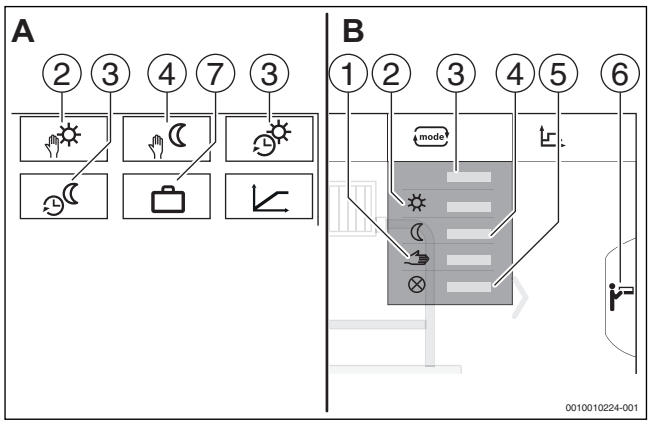
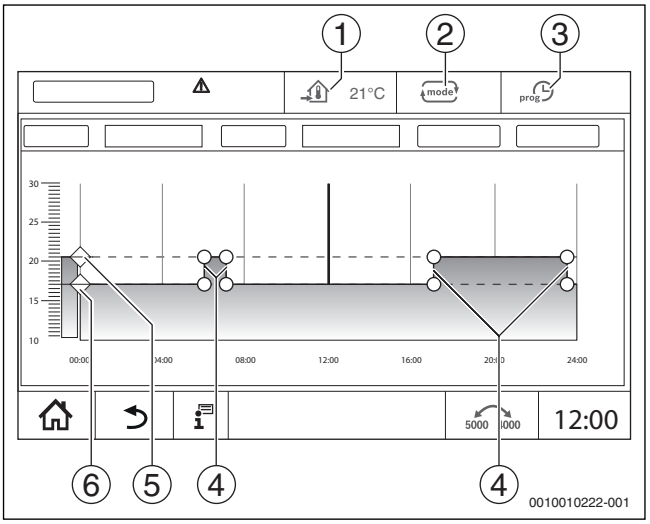

Fig. 17 Vedere regimuri de funcționare
*Fig. 18 Modificarea **Regim redus automat** în programul temporizat*
Pentru regimurile de funcționare (→ fig. 18, [2], pagina 12) și funcțiile extinse (→ fig. 17, [6]) pot fi setate temperaturi și criterii de comutare proprii. Setările pot fi efectuate separat pentru fiecare circuit de încălzire și fiecare regim de funcționare.
- **Regim de încălzire manual** (→ fig 17, [2])
- **Regim redus manual** (→ fig 17, [4])
- **Concediu** (→ fig 17, [7])
Regim de încălzire automat este predefinit prin intermediul parametrilor din nivelul de service. Parametri sunt modificați în programul temporizat (→ fig. 18, [4], [5], pagina 12).
Regim redus automat este predefinit prin intermediul parametrilor din nivelul de service. Parametri sunt modificați în programul temporizat (→ fig. 18, [4], [6], pagina 12).
- Modificați temperaturile prin mutarea punctelor (→ fig. 18, [5], [6]).